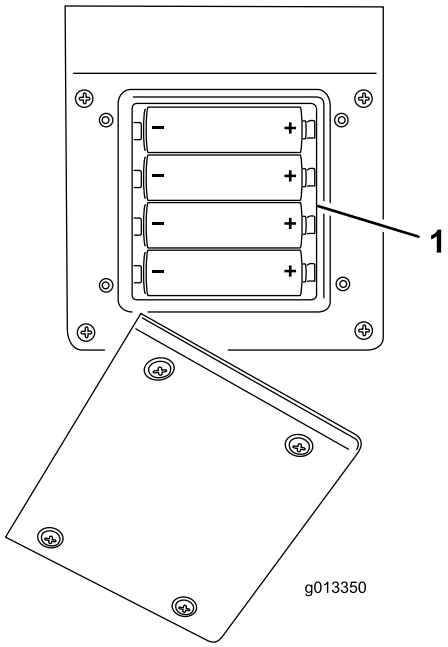

Figuur 48
3. Let op de polariteit van de batterijen terwijl u de nieuwe plaatst. (Als de batterijen onjuist worden geplaatst, raakt de eenheid niet beschadigd maar zal deze ook niet functioneren). Op het draagtoestel staat de polariteit van de contacten aangegeven (Figuur 48). Druk de batterijen stevig in de houder.